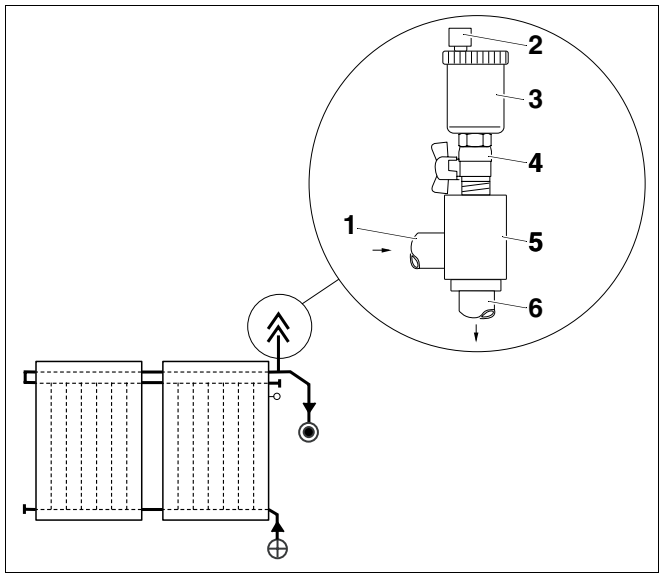

Afb. 65 Afbeelding ontluchter met luchtbeker
Wanneer u de zonne-installatie op het hoogste punt van de installatie wil ontluchten met een automatische ontluchter (afb. 65, toebehoren), dan moet u de leidingen met een stijging naar de ontluchter plaatsen.
De zonne-installatie wordt via de geopende afsluitschroef (afb. 65, **pos. 2**, pagina 53) ontlucht. Opdat er geen vocht in de zonne-installatie zou binnendringen langs de geopende afsluitschroef, moet het beschermkapje (afb. 65, **pos. 2**, pagina 53) steeds op de afsluitschroef aangebracht worden.